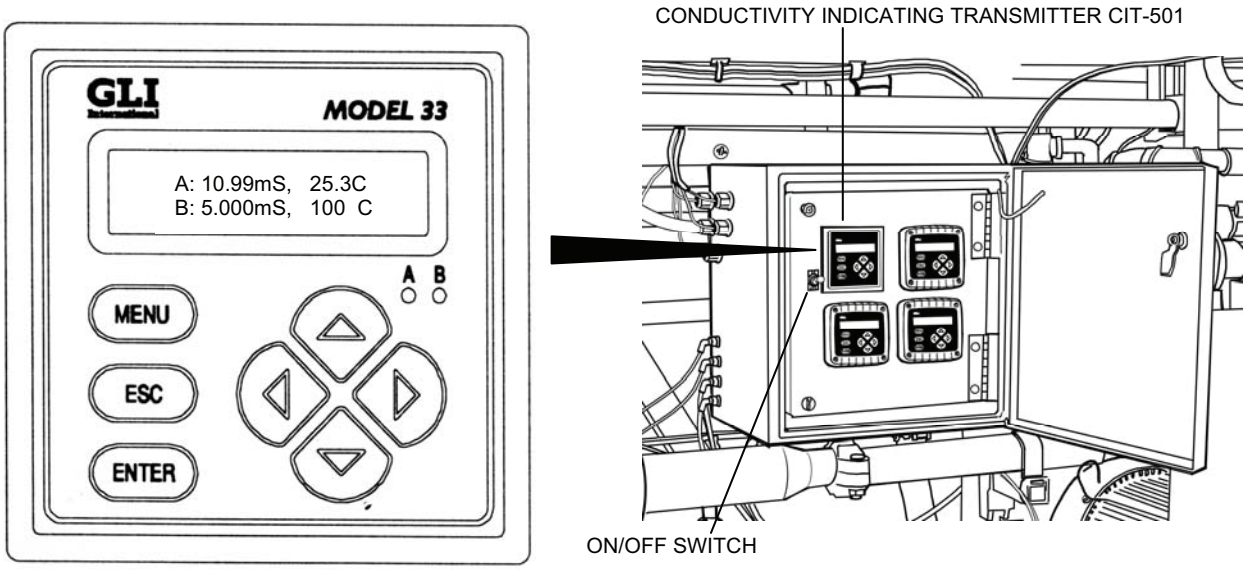

Figure 2. CIT-501 Conductivity RO Product Measure Screen Standard Configuration.
The user interface consists of a two line LCD display and keypad with MENU, ENTER, ESC, Left and Right and Up and Down Keys (Figure 2).
- **The standard readout used for our configuration is shown in Figure 2.**